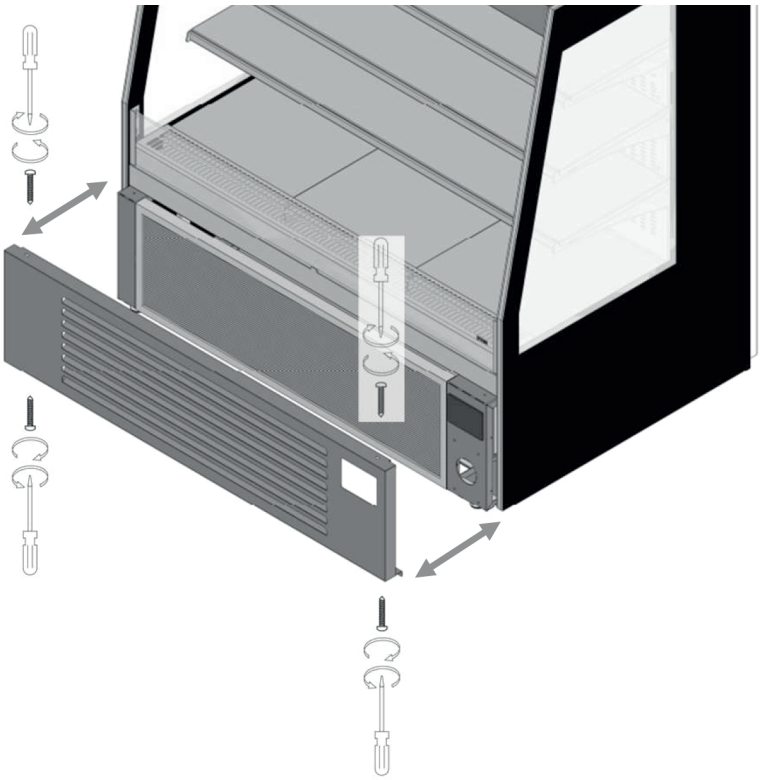

fig. 20
- To access the interior parts of the equipment and to perform a proper cleaning it is possible to remove the front cover, removing the fixing screws present in the upper and lower part of the cover (fig. 20).